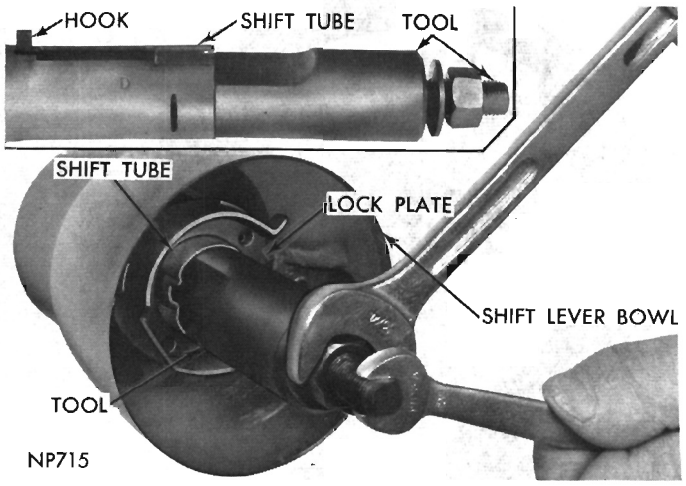
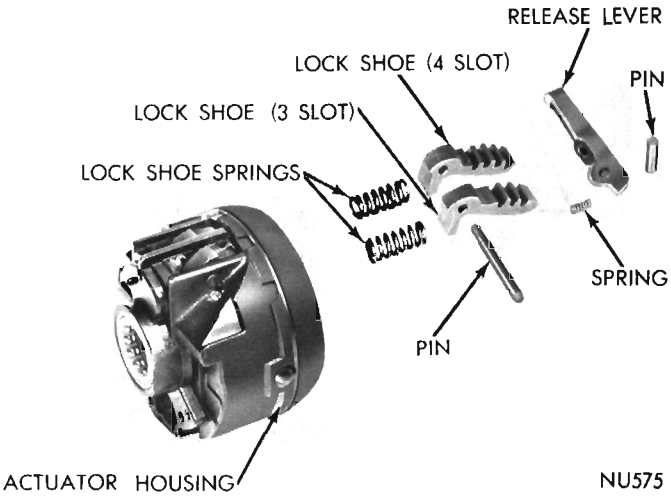
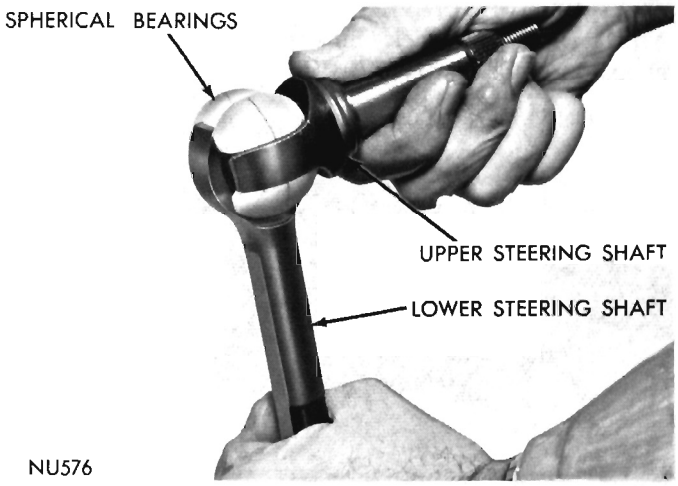

Fig. 13—Removing Gearshift Tube
Fig. 14—Lock Shoes and Release Lever—Disassembled
Fig. 15—Assembling or Disassembling Spherical Joint
(18) Insert Tool C-4045 down into gearshift tube, guiding the hook through slot in tube and behind hub of shift lever bowl (Fig. 13). While holding screw portion of tool, turn the nut clockwise to press shift tube out of bowl. **Make sure lower shift lever is aligned with "T" slot in jacket, and do not hammer on shift tube to remove.**
(19) If necessary, remove lock plate and wave washer from bowl, then remove bowl from the jacket.
(20) Drive lock shoe pin (Fig. 14) flush with housing face for release lever pin clearance. Drive out release lever pin **from inside actuator housing,** remove lever and spring.
(21) Drive out lock shoe pin, then remove lock shoes and springs. **NOTE: With tilt lever opening on left side, shoes facing up, the four slot shoe is on the left.**
(22) Position upper yoke so it is at a 90 degree angle to center line of lower shaft. Remove upper yoke with spherical bearing and remove spherical bearing from upper yoke (Fig. 15).
lower shaft coupling, then with shaft at a 90 degree angle, install upper shaft and sphere into lower shaft (Fig. 15).
(8) Install steering shaft assembly in shift tube from upper end. Carefully guide shaft through shift tube, lower seal and bearing.
(9) Install lock shoe springs, lock shoes and shoe pin in actuator housing (Fig. 14). Use "C" clamp to press shoes into position for pin installation. Install spring, release lever and pin.
(10) Lubricate and install lower bearing race in actuator housing. Install external tilt release lever. With lock shoes held disengaged with lever, position housing over steering shaft, align and install pivot pins. Tap pins in with a plastic hammer until they are flush with surface of housing.